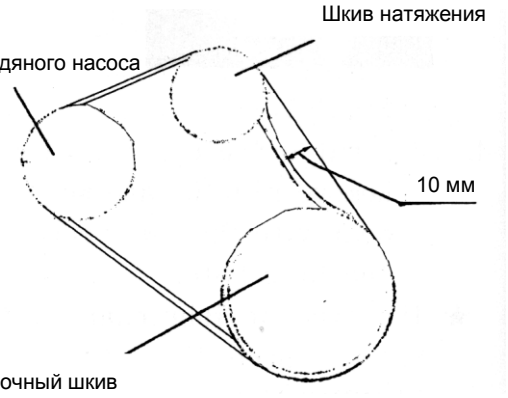

Рис. 4-20.
6. Приводной ремень водяного насоса (Рис. 4-20).